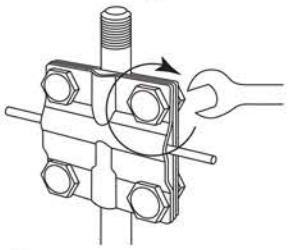

Рисунок 5. Соединение штыря с проводником
6.8. Соединить штырь с медным проводником или медной пластиной посредством крестового зажима, предварительно обработав место соединения тонким слоем пасты (см. рисунок 5). Для повышения надежности электрического соединения очаги заземления рекомендуется располагать в форме треугольника, но допускаются и другие схемы соединения.